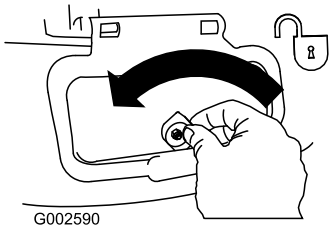

Figur 30
1. Lås sideudblæsningspladen op (Figur 30).